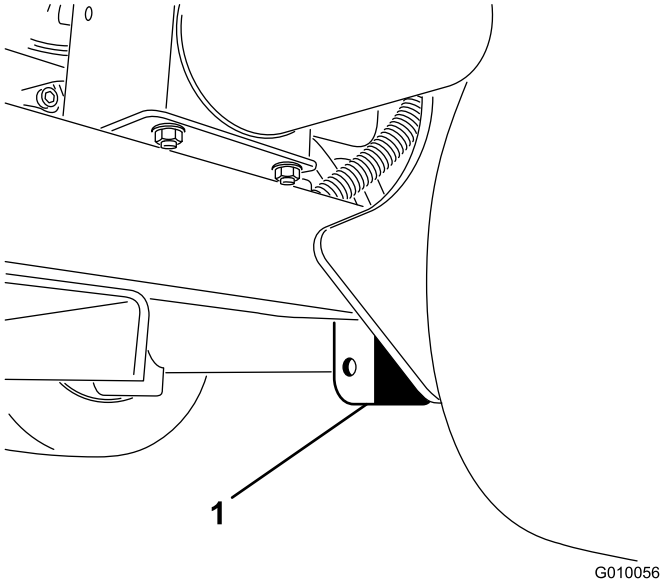

**Figuur 41**
2. Plaats de krik stevig onder het frameplaat net aan de binnenkant van het achterwiel (Figuur 41).